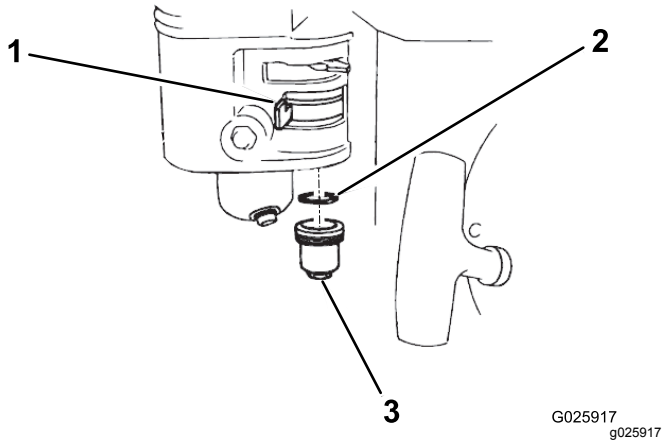

Figuur 33
2. Zet de brandstofafsluitklep in de UIT-stand (Figuur 33).
3. Verwijder de brandstofbezinkseldop en de O-ring (Figuur 33).
6. Plaats de O-ring in de brandstofafsluitklep en breng de bezinkseldop (Figuur 33) aan. Draai de bezinkseldop stevig vast.